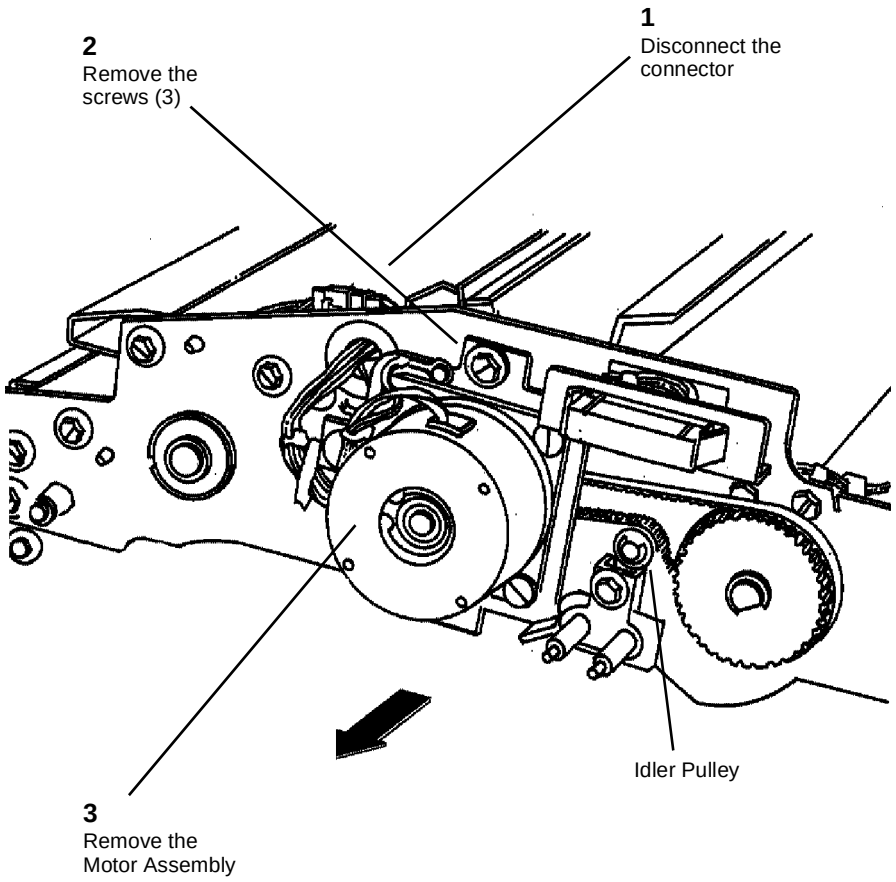

**Figure 1 Removing the Motor**
6. (Figure 1): Remove the Media Transport Drive Motor Assembly.